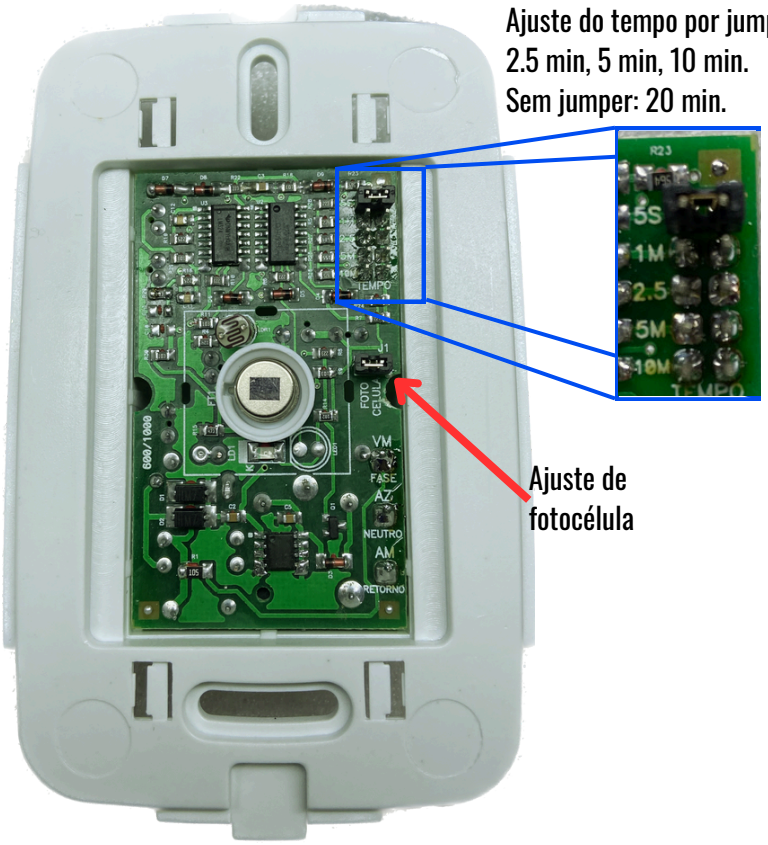
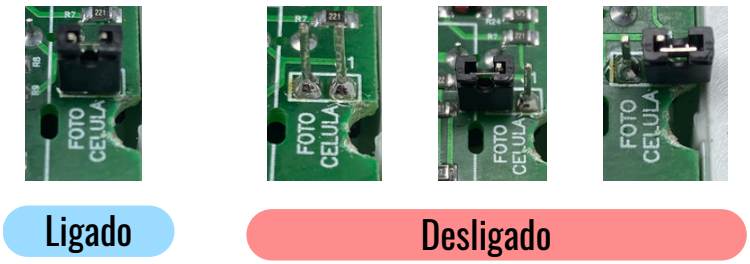

Figura 3
Figura 4
5. Mantenha o jumper do tempo no mínimo (figura 3) e a fotocélula desligada (figura 4);
8. Ajuste o tempo conforme a figura 3;
- Ligue a fotocélula de acordo com a figura 4;